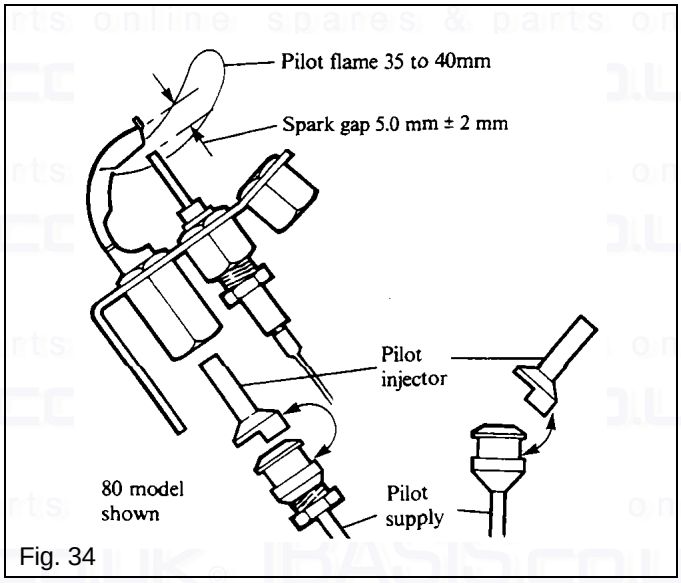

Fig. 34
11. Undo the securing nut and remove the spark electrode, see Fig. 34, from the pilot assembly.
Carefully remove and retain the pilot injector, see Fig. 34.
2. Locate the pilot injector over the end of the pilot supply, as shown in Fig. 34 and carefully position it in the pilot burner. Secure the pilot supply to the pilot assembly and gas valve.
3. Replace the spark electrode and check that the spark gap is 5.0 mm ± 2mm, see Fig. 34.
Refer to Fig. 34.
3. Undo the securing nut and remove the electrode, see Fig. 34, from the pilot assembly.
Check that the spark gap is 5.0 mm ± 2 mm as shown in Fig. 34.